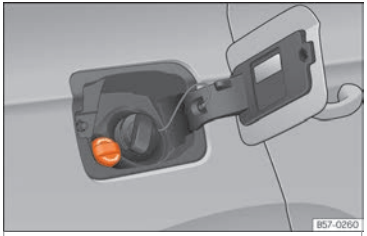

Fig. 220 Bouchon de la goulotte de remplissage du réservoir d'AdBlue.
- Ouvrez la trappe à carburant ››› fig. 220.
- Dévissez le bouchon de l'orifice de remplissage de SCR ››› fig. 220.